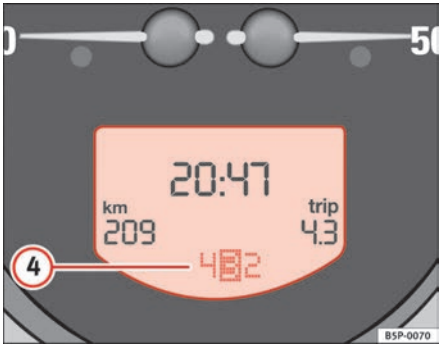

Fig. 36 Detail of the instrument cluster: screen with Tiptronic gear indicator
4. Display for the gears in Tiptronic mode (automatic gearbox)*. The selected gear appears in the display field with a light background ⇒ fig. 36. ■